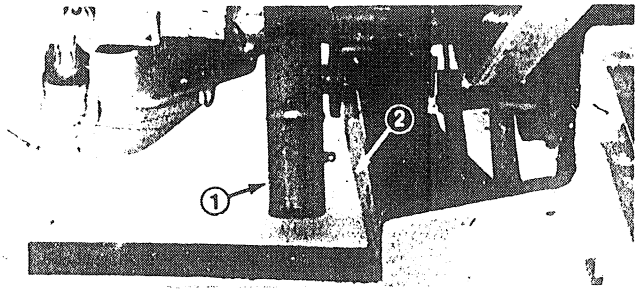

Figure 11
1. Make sure PTO shaft on traction unit clears cutting unit frame, engage parking brake, be sure traction pedal is in neutral, PTO lever is in OFF position, start engine and raise frame (Fig. 11).